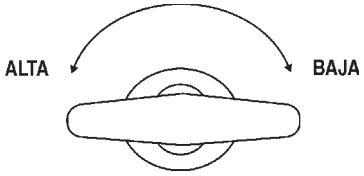

**Figura 46. Control del acelerador del motor**
9. Coloque el ***control del acelerador del motor*** en la posición "**BAJA**" (Figura 46).
11. Una vez que el motor ha arrancado, permítalo que funcione de 3-5 minutos, después gire el control de la manija del acelerador (Figura 46) a la posiciónN "**ALTA**".